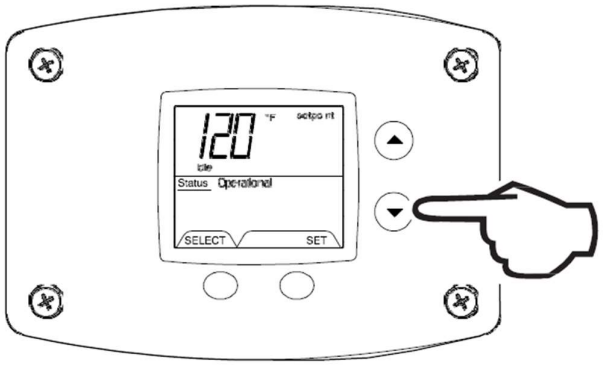

Fig. 24
1. Depress and hold ‘Temperature Down’ button until desired setpoint temperature appears in the display (Fig. 24).